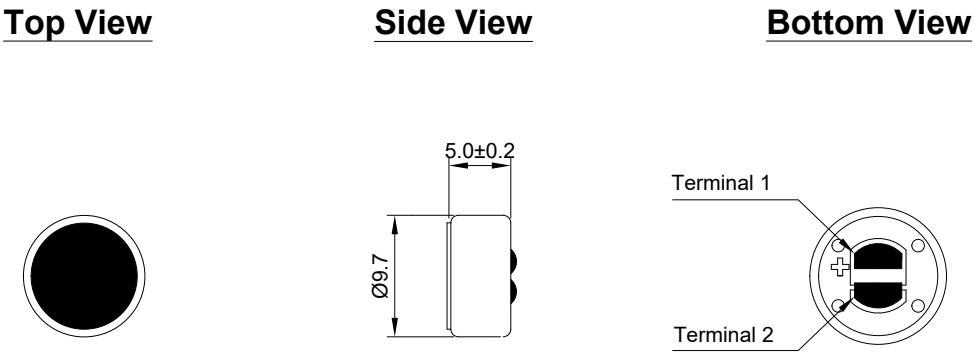

Figure 4. HBU1002B-70/463 Mechanical Layout
4.3.1. Layout and Dimension : See section 6, figure 4